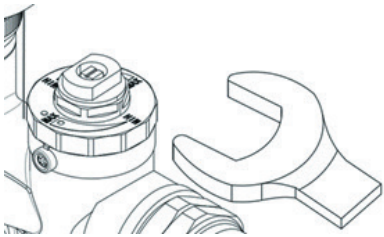

рис.6
3. Настроить балансировочный клапан вторичного контура (рис. 6).